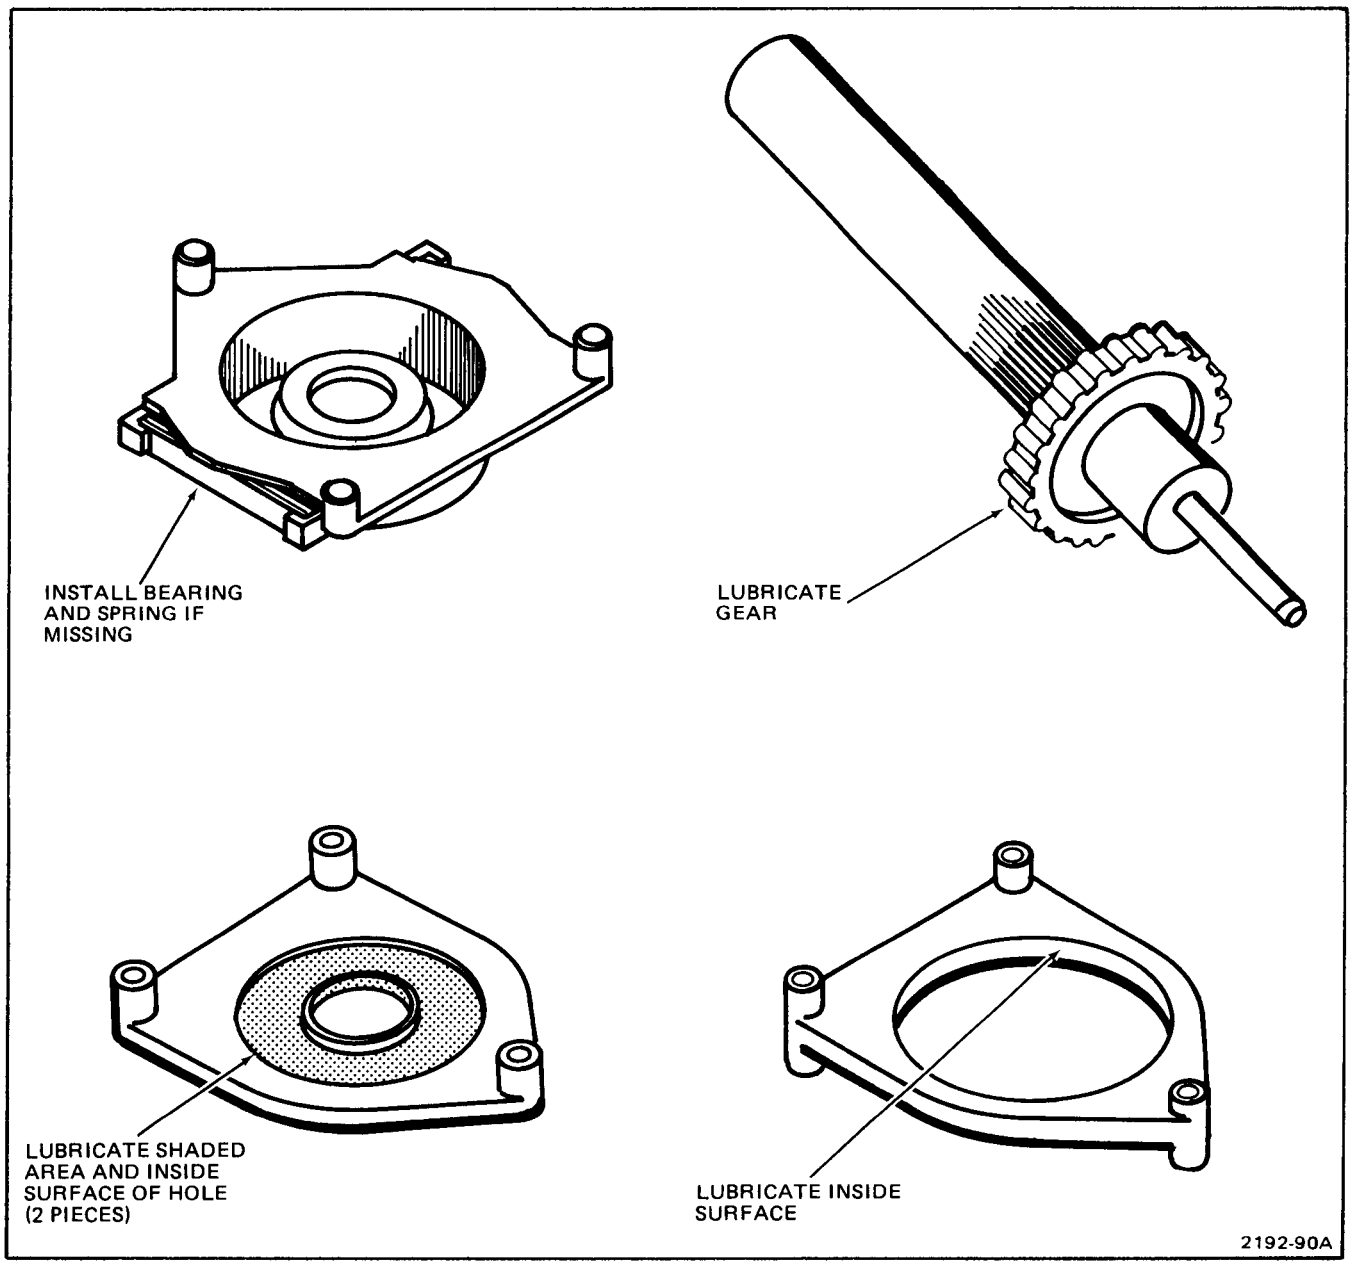

Fig. 5-11. FUNCTION switch lubrication.
Figure 5-11 shows an exploded view of the FUNCTION switch. Carefully follow the instructions given in Fig. 5-11 during assembly.
1. Lubricate parts as shown in Fig. 5-11. Use a thin coat of Versilube (see Maintenance Aids).